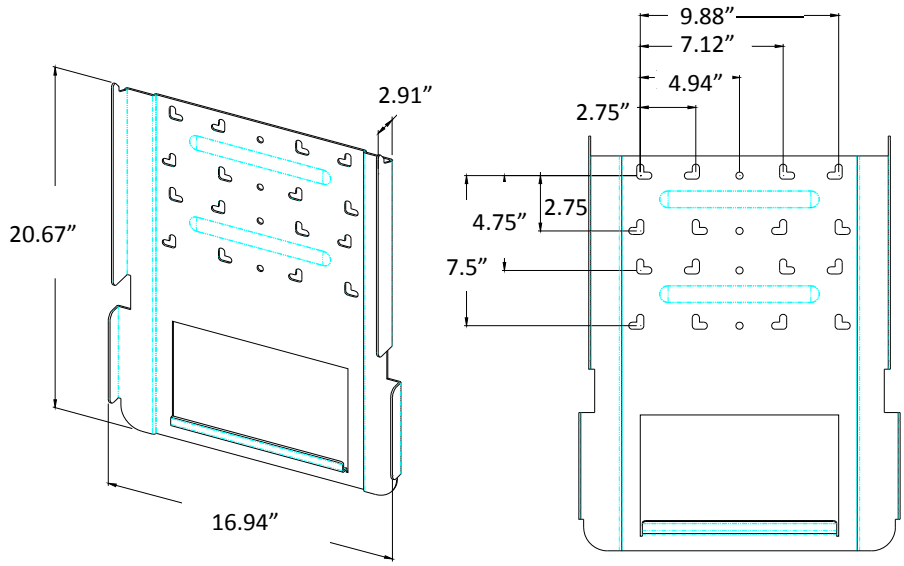

Fig 2.2.5 Mounting bracket and its dimensions
1. Use the bracket (Fig 2.2.5) as a template to mark the hole locations on the wall. After drilling the holes, the mounting bracket should be fastened to the wall with screws or screw-anchors as shown in Figure 2.2.6.